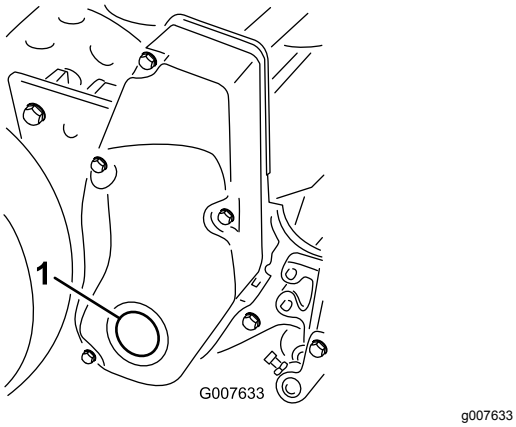

Figur 68
1. Fjern pluggen på det høyre spolemotordekslet (Figur 68).